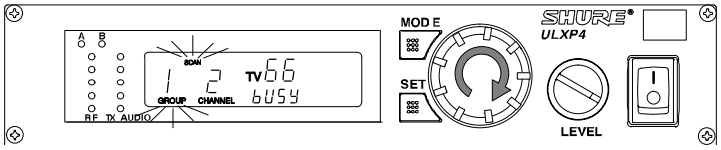

FIGURA 38
2. Per iniziare l'analisi, girate la manopola di regolazione di un quarto di giro in senso orario, come illustrato in Figura 38. Il ricevitore comincia automaticamente ad analizzare i canali in ciascun gruppo di frequenze. Tale operazione può richiedere fino a due minuti e sul display appare la dicitura "bUSY".